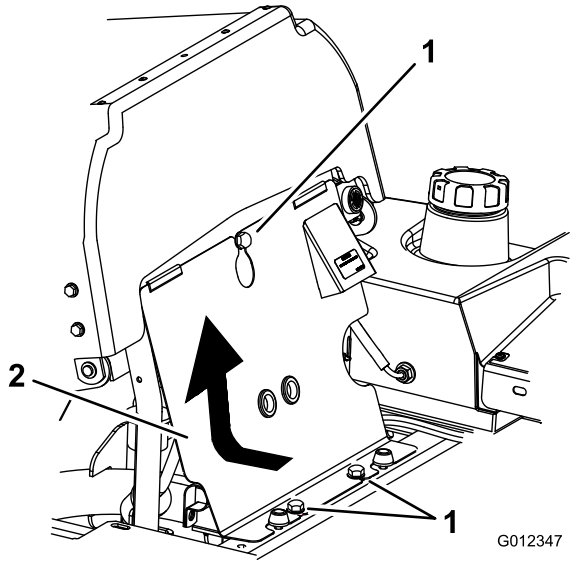

Figuur 45
1. Kantel de stoel naar voren, draai de bouten los en verwijder het frontpaneel van de motor (Figuur 45).